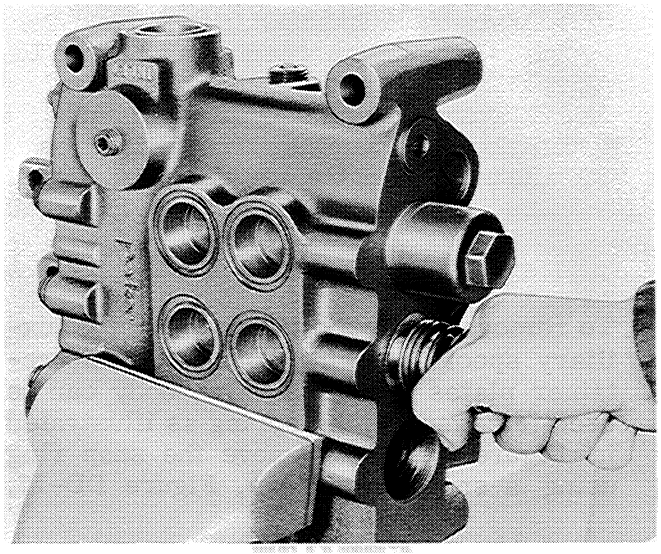

Figure DD-14
2. The spool can now be pulled out of the rear of the valve body, Figure DD-14.